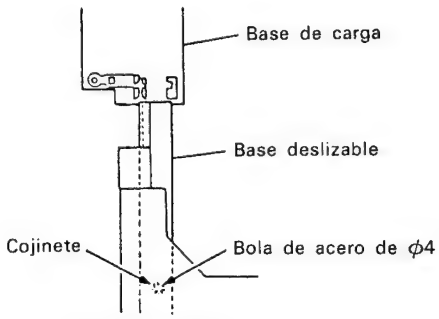

Figura 10-7.
2. Levantando el sujetador de abrazadera (marcada con Ⓑ en la figura 10-2.) con la mano derecha, sujete la bandeja con la mano izquierda como se indica en Ⓒ y deslice la base deslizable en los acopladores de resina rígida de la base de carga como se muestra en la figura 10-7. para reinsertar la bandeja del disco.